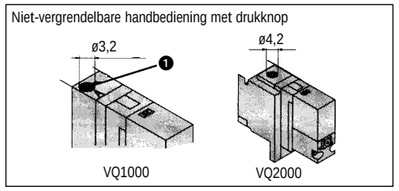

Afb. 8
Niet-vergrendelbare handbediening met drukknop (afb. 8)
Druk de handbedieningsknop ❶ (afb. 8) in tot deze niet meer verder gaat (AAN-stand). Houd de knop ingedrukt gedurende de bedrijfscontrole. Laat de knop los; de handbediening keert vanzelf terug naar de UIT-stand.